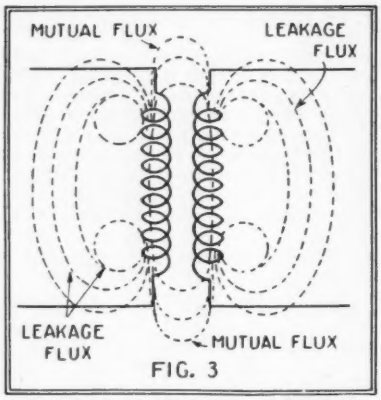

FIG. 3
Fig. 3 shows the attachment, t, for the horn, at which point there is a small gap, g, in the continuity of the paper ring, through which the "tidal air" passes to the horn.
For the electrolyte, first make a saturated solution of sodium bicarbonate (common baking-soda) in two quarts of distilled or rain water. Be sure you use distilled and not tap water, as the latter contains mineral compounds that interfere with the chemical action of the cell. When this solution is made, obtain 10 grams (one-third ounce) of ammonium phosphate (at any drug store) and dissolve this in a beaker of distilled water, adding the whole, when entirely dissolved, to the first solution. When the final mixture is completed, fill each cell with it to about an inch from the top and then connect your apparatus as indicated in Fig. 3.
For those who do not readily understand the wiring diagram of Fig. 4, the complete view of the apparatus in Fig. 3 will help illustrate more clearly the method of connections. Thus an aluminum from one jar is connected with a lead from another jar to one side of the house current line. Then the other side of the line is connected to an aluminum and a lead plate from the other two jars, as in the first case, but in series with a resistance (R) placed at S. This leaves two aluminums and two leads free, the two lead plates connected together forming the negative (—) terminal of the charging side, while the two aluminum plates are likewise connected and form the positive (+) terminal of the D.C. side.
The size of the resistance is dependent upon the battery to be charged. If an "A" battery is used, an electric-iron plug is screwed into the socket (S), Fig. 3. If none is handy, then the following idea may be of interest, also because of its economy. Extract a single fuse from the box in the cellar, and insert a plug from a light cord whose other end terminates in a plug screwed into the socket (S). Now, by going upstairs and switching on a half-dozen lights or so in the house, you can, besides charging your battery in the cellar, also peruse leisurely the evening paper in the parlor, on the same electric bill.
Constructional details and wiring diagram of the "A-and-B"-battery charger. The rectifier is of the electrolytic type, employing aluminum and lead plates. The amount of current delivered is dependent on the size of the lamp, or other form of resistance inserted into the socket S shown in Fig. 3. R in Fig. 4 represents the resistance placed in series with the circuit to control the current flow. This corresponds to S in Fig. 3.